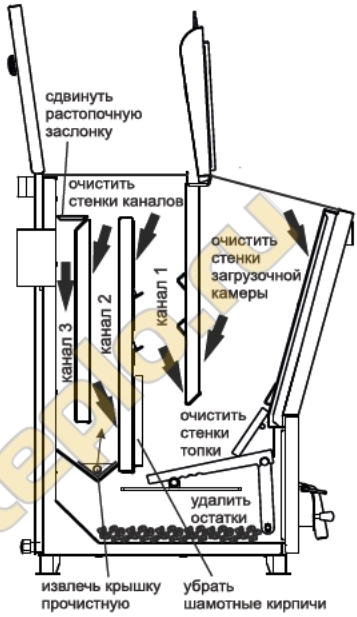

Рис.8 Схема чистки котла
7.3.3. Чистку котла от смолистых отложений и сажи рекомендуется производить на прогретом 80°С теплоносителе в котле по мере загрязнения, но не реже одного раза в три месяца в следующей последовательности (см.Рис.8):